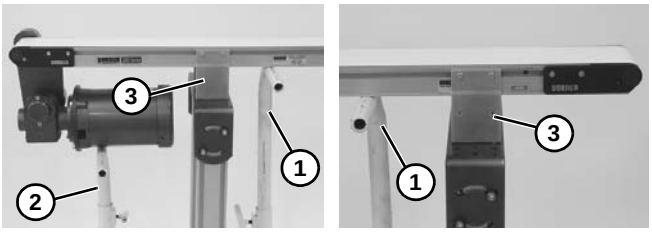

Abbildung 28
1. Temporäre Stützständer **(Abbildung 28, Teil 1)** an beiden Enden des Förderbands aufstellen. Einen zusätzlichen Stützständer **(Abbildung 28, Teil 2)** unter den Antriebsmotor aufstellen, falls vorhanden. Siehe WARNUNG.
2. Montagehalterungen **(Abbildung 28, Teil 3)** von einer Seite des Förderbands abnehmen. (Schritte 3 & 4 in Abschnitt „Montagehalterungen“ ab Seite 12 in umgekehrter Reihenfolge ausführen.)